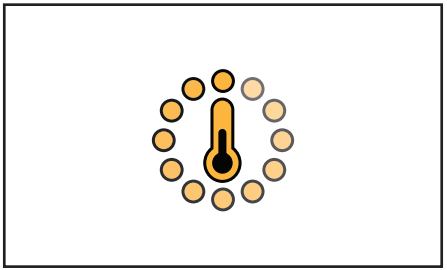

Fig. 4.12- Simbol încălzire
3. Simbolul încălzire (termometru în mișcare) va apărea pe ecranul tactil (fig. 4.12).